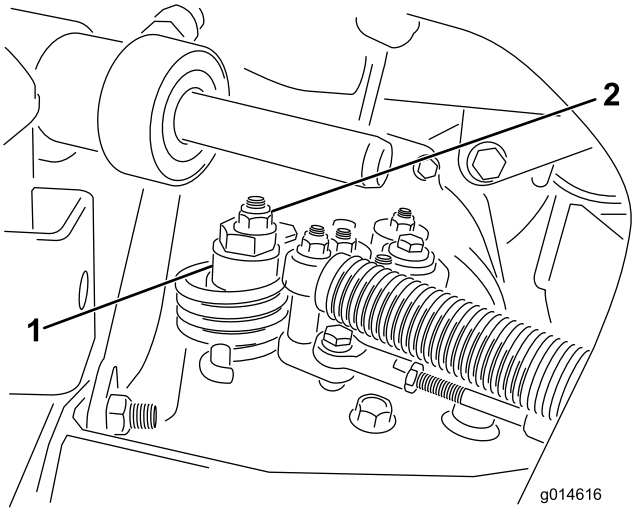

**Figuur 48**
A. Draai de moer los waarmee de excentriek is bevestigd aan de bovenkant van de hydrostaat (Figuur 48).
C. Draai aan de excentriek totdat de machine niet meer naar voren of naar achteren kruipt. Als het wielen niet meer draaien, zet u de moer vast waarmee de excentriek en de afstelling worden geborgd (Figuur 48). Controleer de afstelling met de gashendel op LANGZAAM en SNEL.